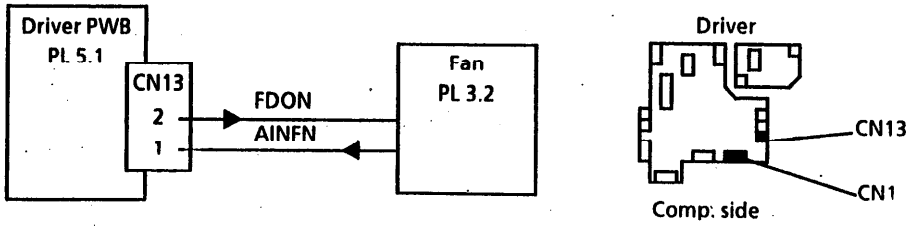

Рис. 1. Управление вентилятором
5. Измерьте напряжение относительно земли на драйверной печатной плате (Рис. 1).